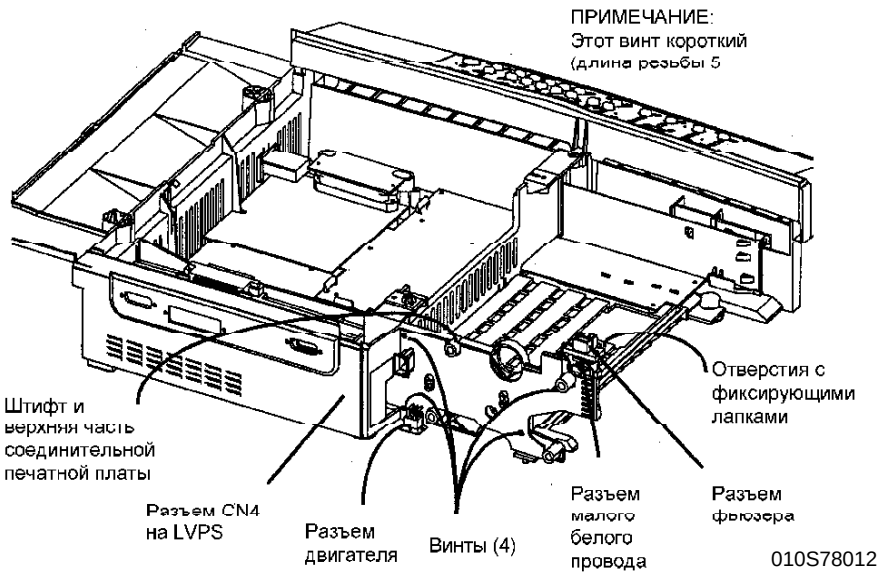

Рис. 1. Демонтаж соединительной печатной платы
11. Снимите соединительную печатную плату (Рис. 1).
c. Отвинтите винты (4).
1. Установите соединительную печатную плату (смотрите Рис. 1 процедуры демонтажа).
2. Убедитесь, что тяжелые черные и красные провода закреплены под лапками (Рис. 1).